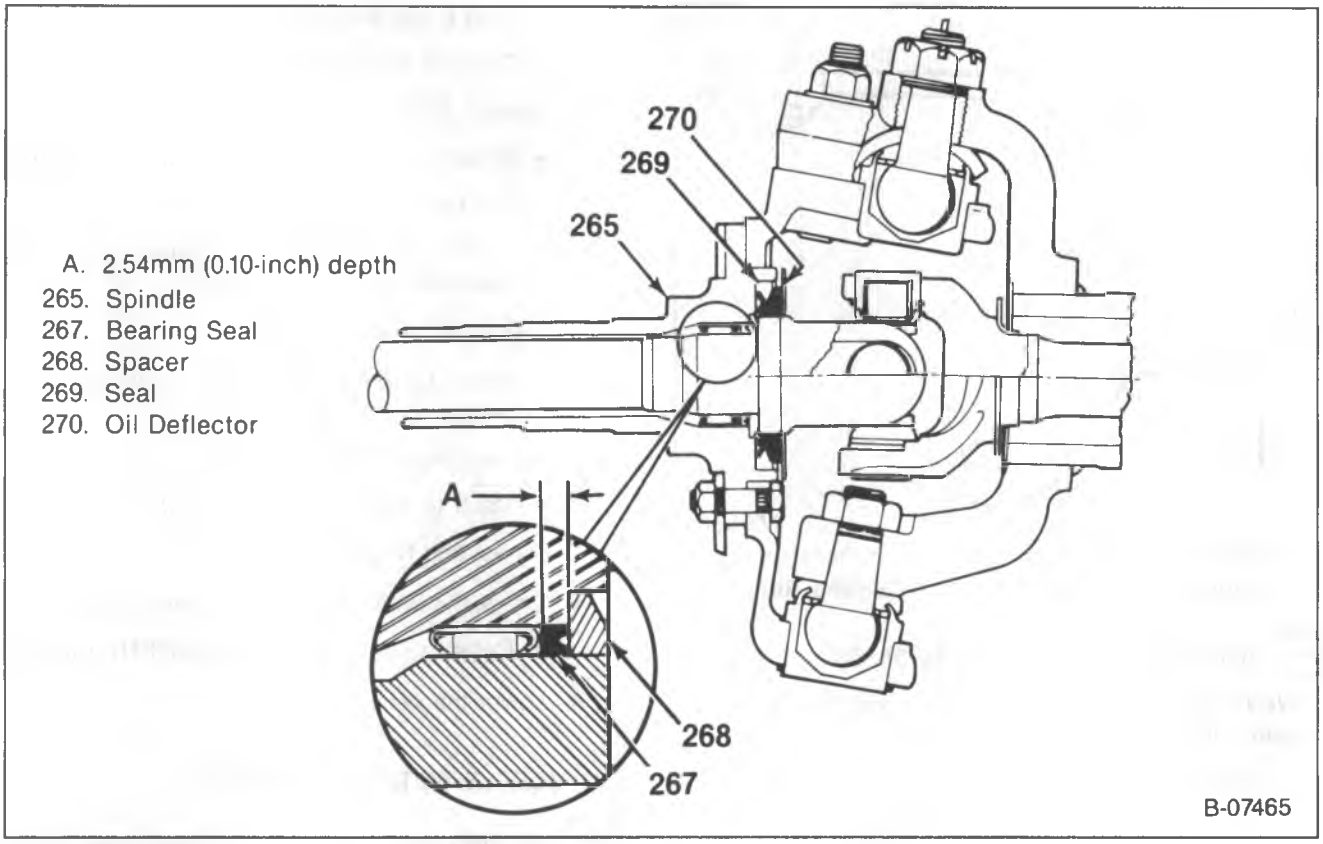

Figure 52 – Spindle Components
8. Spacer (268), seal (269), and oil deflector (270) from the axle shaft (figure 52).